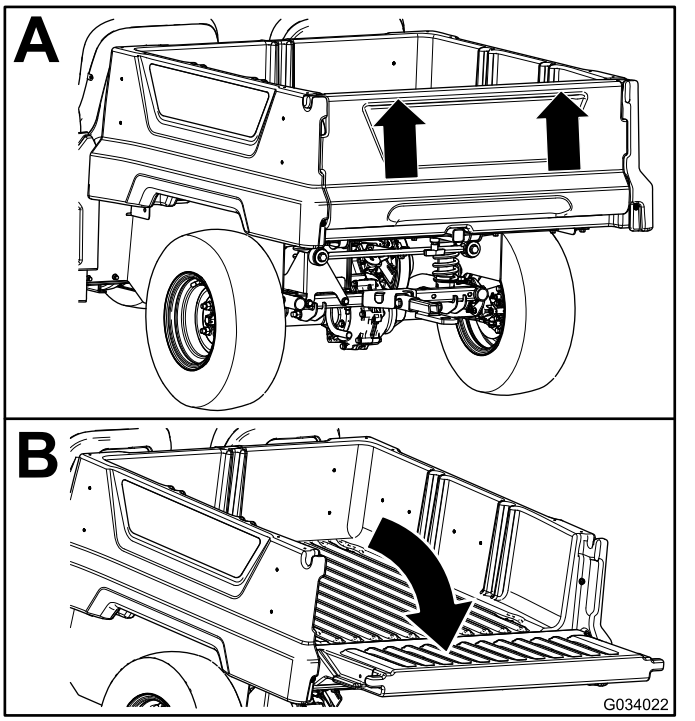

Bild 17
2. Heben Sie die Heckklappe mit beiden Händen an der Leiste oben an der Heckklappe an (Bild 17).
3. Senken Sie die Heckklappe ab, bis sie bündig mit dem Boden der Ladepritsche ist (Bild 17).